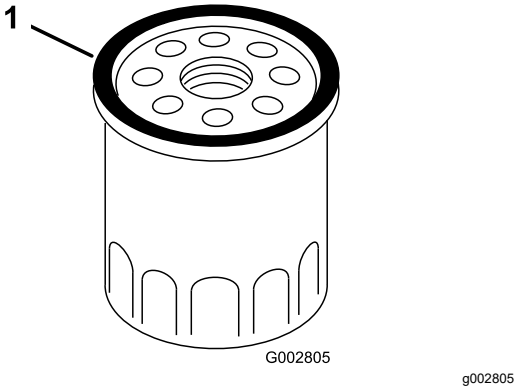

Figure 29
7. Avec les doigts, appliquez de l'huile sur le joint du filtre neuf (Figure 29).